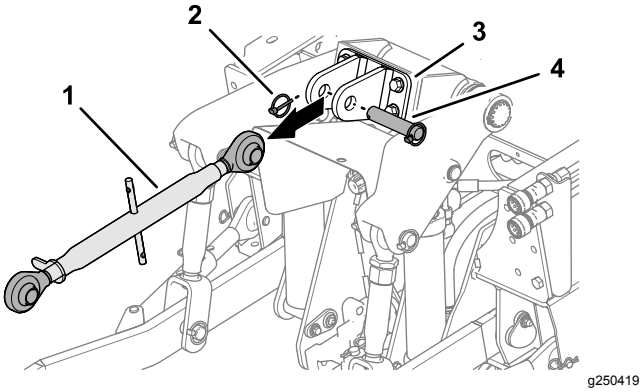

Figuur 10
3. Verwijder, indien aanwezig, de borgpen, de gaffelpen en de bovenste verbindingsarm van de 3-punts trekhaak van de beugel voor de bovenkoppeling (Figuur 10).